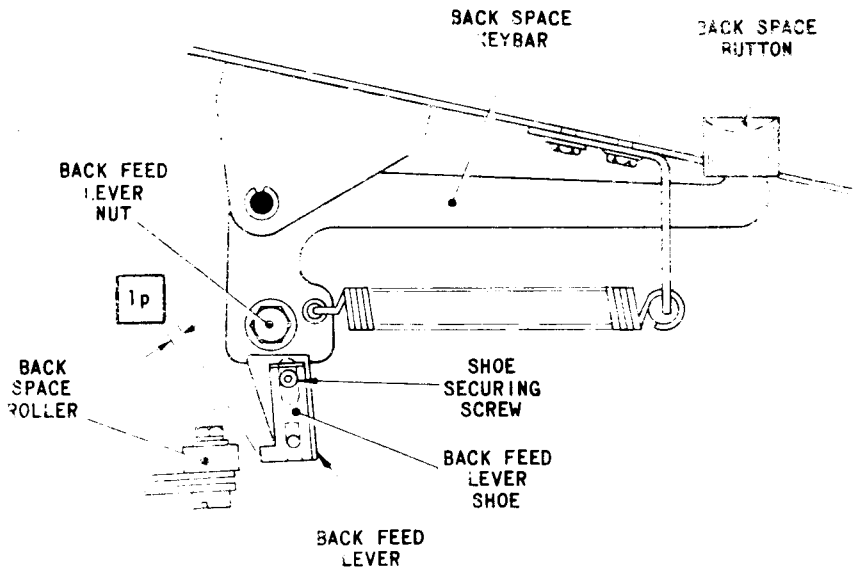

FIG.L.20 BACK FEED LEVER ASSEMBLY
22.1 Open and close the front cover lid and check that there is a clearance of ·030 – ·060 in. (dimension 'lp') between the back feed lever shoe, Fig.L.20, and the back space roller. Depress the back space button and check that the shoe engages the centre of the roller.